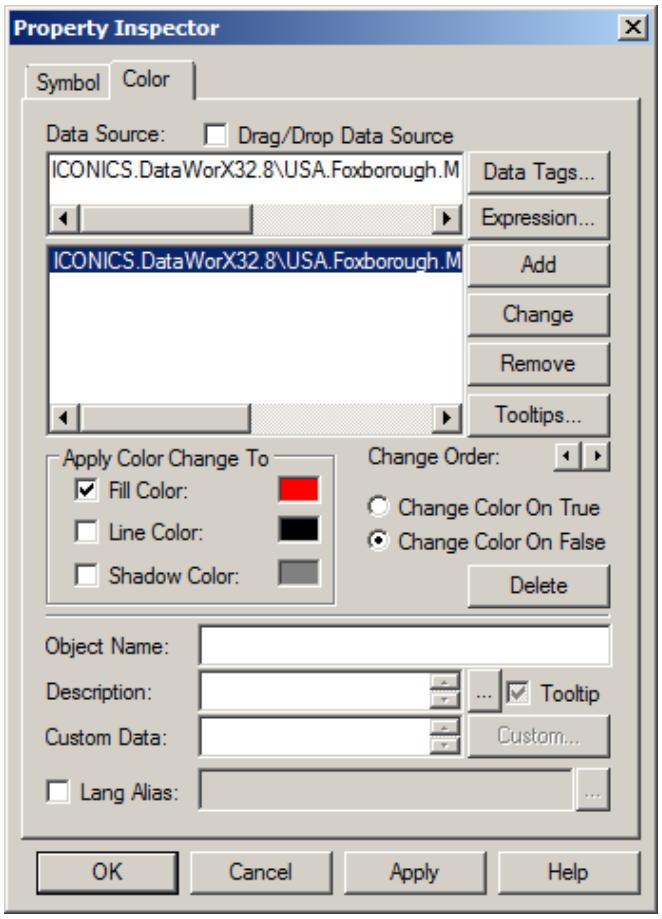

Figure L4.4 - Properties Inspector: Color Dynamic
21. Choose the “Change Color on False” option. Your configuration should look similar to Figure L4.4.